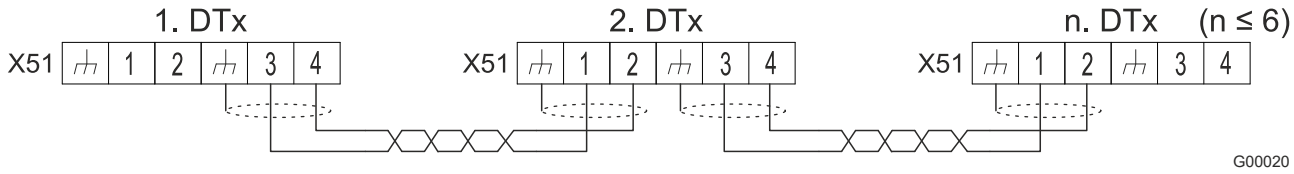

Рис. 22.: Мультимастерное управление
1. Присоединить контроллеры устройств охлаждения в соответствии со схемой присоединений и Рис. 22. на соответствующей клеммной колодке MM1 / MM2, см. «Электрическая схема мультиконтроллера (MC)», Страница 42.